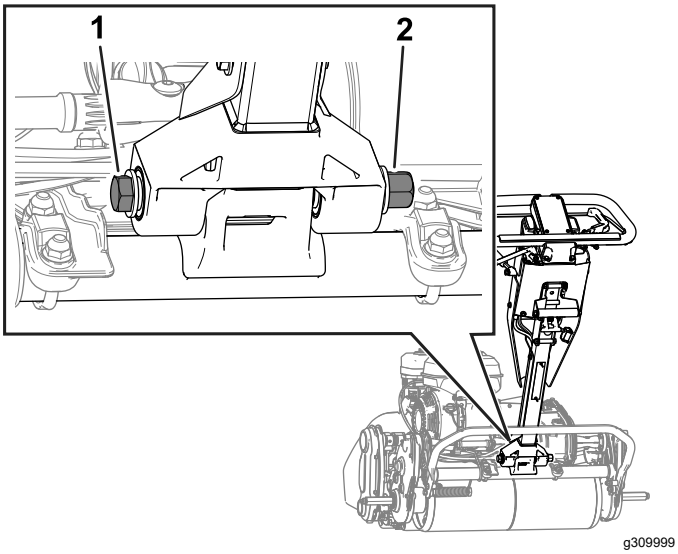

Rysunek 37
2. Poluzuj śrubę i nakrętkę, jak pokazano na Rysunek 37.